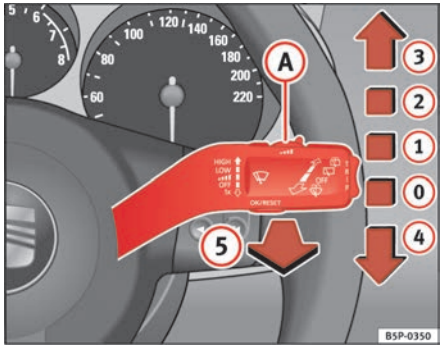

Fig. 85 Windscreen wiper and windscreen wash lever
The windscreen wiper lever ⇒ fig. 85 has the following positions:
- The next speed down will automatically be selected if wiper speed (2) ⇒ page 121, fig. 85 or (3) is selected when the vehicle stops. The set speed will be resumed when the vehicle starts again.